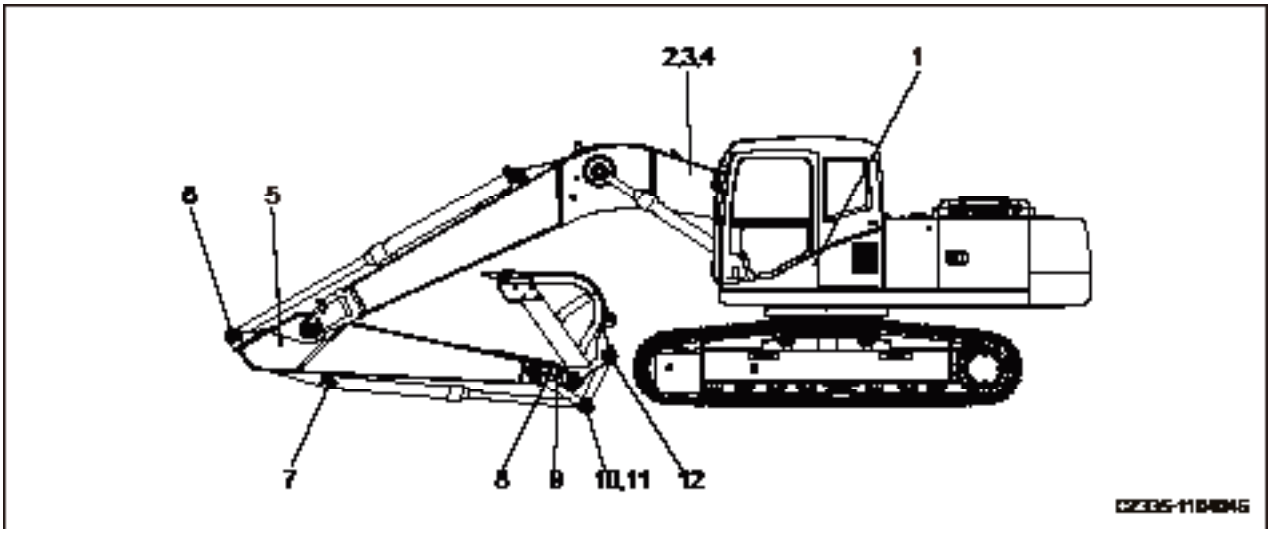

Fig. 5-53
3. Use a grease gun to inject grease through the greasing points indicated in **Fig. 5-53**.